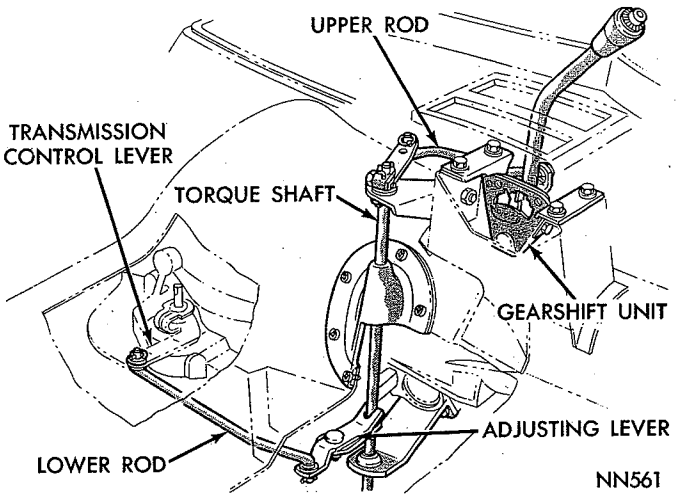

*Fig. 24—Console Gearshift Linkage (Valiant Models)*
**Valiant Models:** With gearshift selector lever in **PARK** position, loosen bolt in lower rod adjusting lever (Fig. 24).